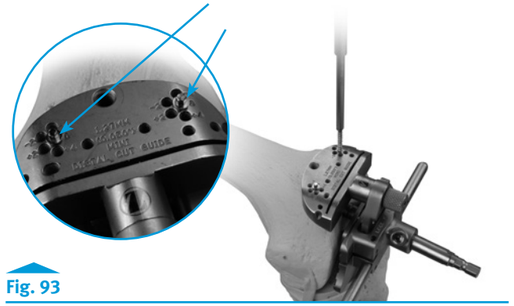

Fig. 93
- Ensure the guides contacting the distal femur and insert two 33mm Hex-head Screws through the holes marked “0” on the top of the cutting guide **(Fig. 93)**.